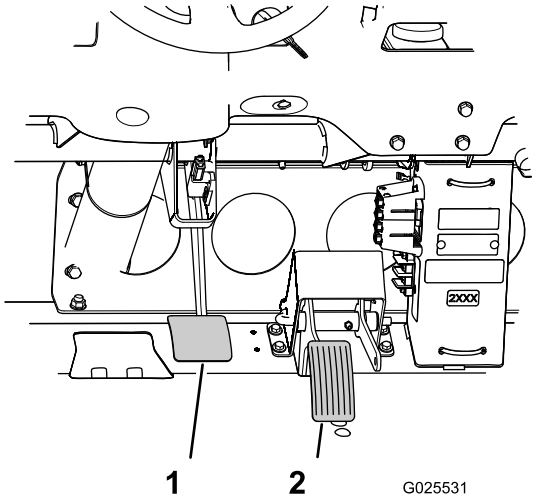

Figur 82
3. Løft op i bremsepedalen (Figur 82), indtil den berører stellet.